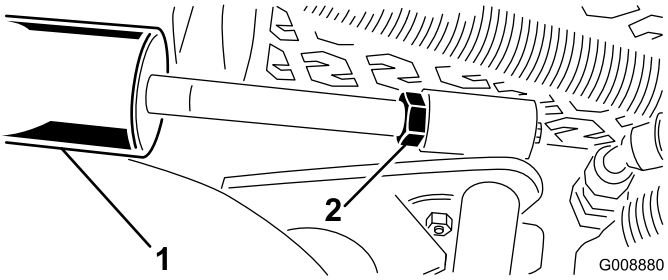

Figur 15
A. Sænk klippeenhederne, og drej kontramøtrikken på cylinderen tilbage (Figur 15).